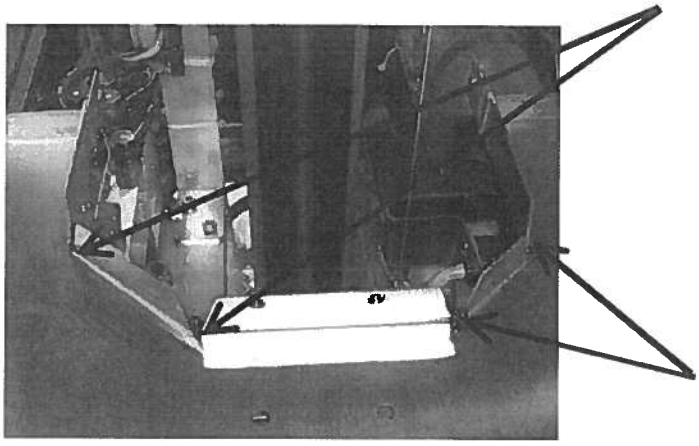

Figure 7-5. Appliquer le joint RTV sur les découpes en V
4. Appliquer le joint RTV en bas de chaque découpe en V autour de l'interface avec les caches de la colonne (voir la *Figure 7-5*).